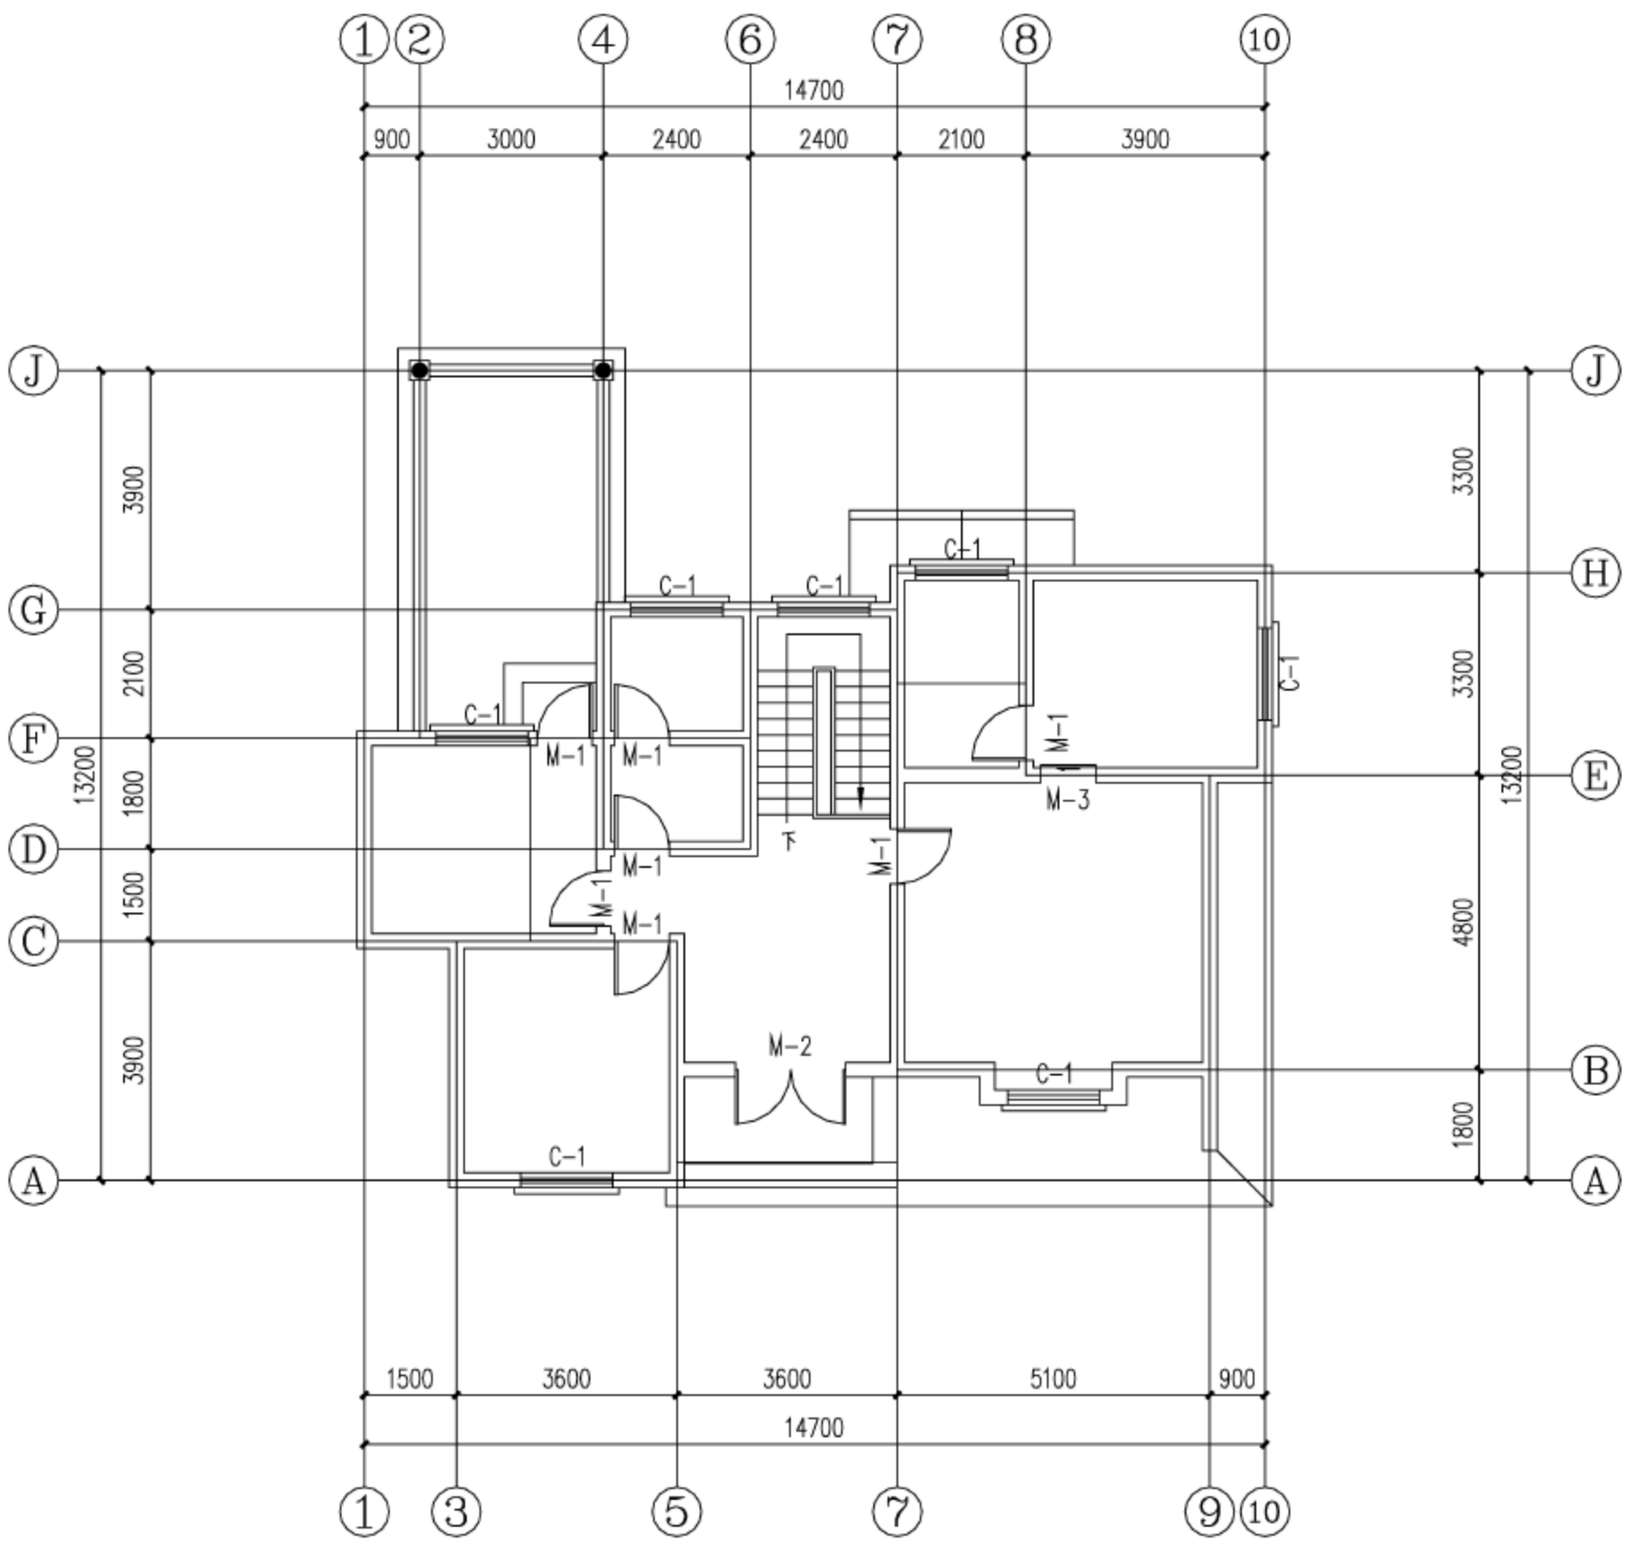

图 18-86　细化图形
平面图的细节部分可以直接用 AutoCAD 2018 中的命令绘制而成，绘制的结果如图 18-86 所示。
(2) 利用“直线”命令，在适当位置处绘制一层屋檐平面图，如图 18-86 所示。